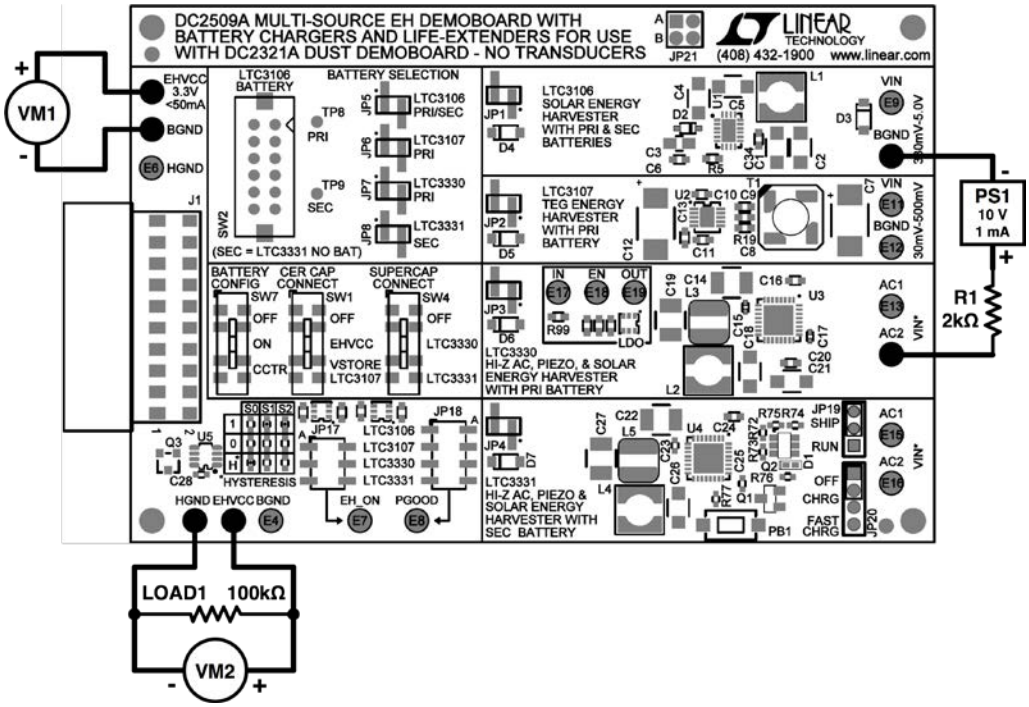

Figure 5. Setup for DC2509A Test Procedure with LTC3330
2) This configuration ensures that the output of the LTC3330 is routed to EHVCC. As shown in Figure 5, connect VM1 to measure the EHVCC output voltage and connect PS1 and R1 to simulate a solar power source.
4) Connect VM2 and LOAD1 as shown in Figure 5. Put PS1 into standby mode and observe the voltage on VM1 and VM2 begin to drop. As the voltage on VM1 drops past 2.25V, observe as the voltage on VM2 quickly falls to 0V.
1) Reconfigure the board according to Figure 5, but do not connect PS1 or R1.